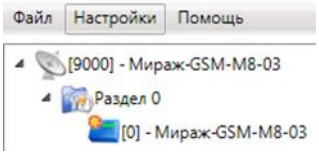

Рис. 11.9. Вход в меню *Настройки*
1. В основном окне программы войдите в меню *Настройки* (рис. 11.9).